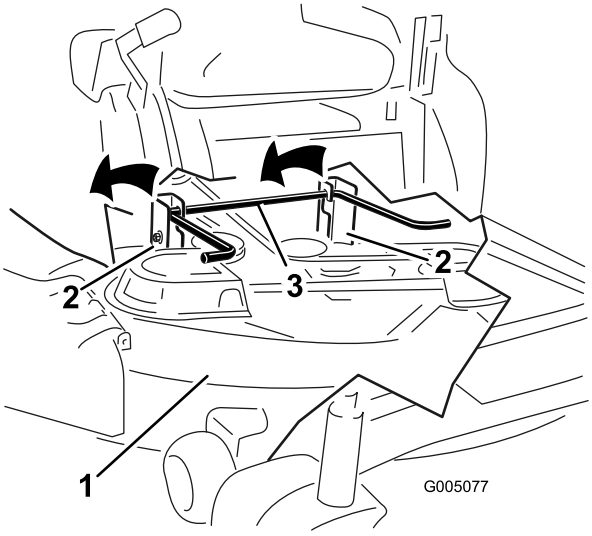

Figuur 67
7. Hef het maaidek en de ophangbeugels op van de achterste hefstang en laat het maaidek voorzichtig neer op de grond (Figuur 67).
5. Hef de achterkant van het maaidek op en leid de ophangbeugels over de achterste hefstang (Figuur 67).